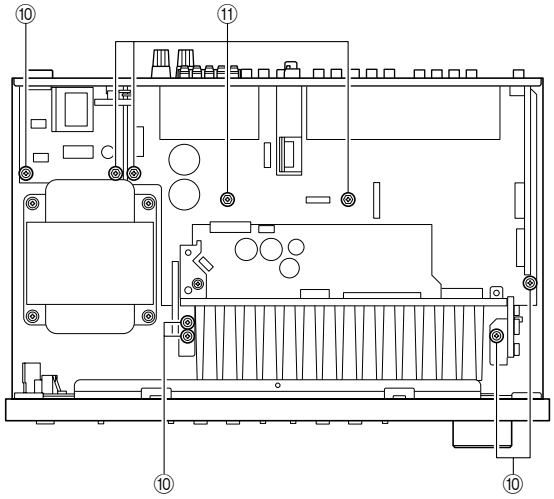

Fig. 4
c. Remove 5 screws (⑩) and 4 screws (⑪). (Fig. 4)
c. ⑩のネジ5本、⑪のネジ4本を外します。(Fig. 4)